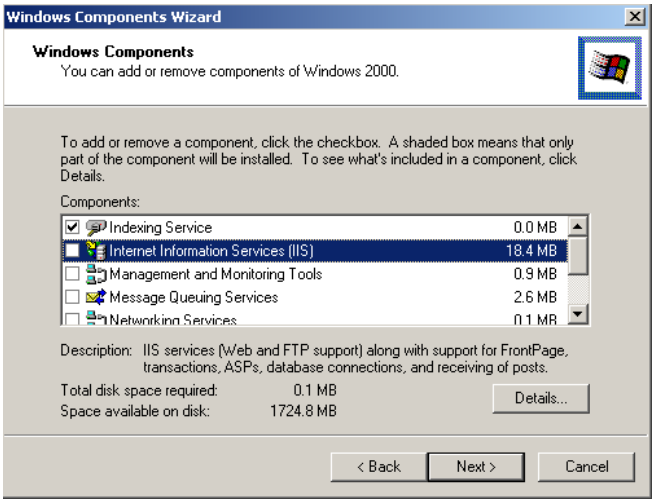

Figure 2.9: Windows Components Wizard Dialog Box
3. The **Windows Components Wizard** dialog box will appear, as shown in **Figure 2.9.** To add IIS, select **Internet Information Services (IIS)** and click on the check box. After you have clicked on the **IIS** check box, the **Windows Components Wizard** dialog box will change its appearance and begin configuring components. Shortly after the configuring begins, you may be notified that additional files are needed.